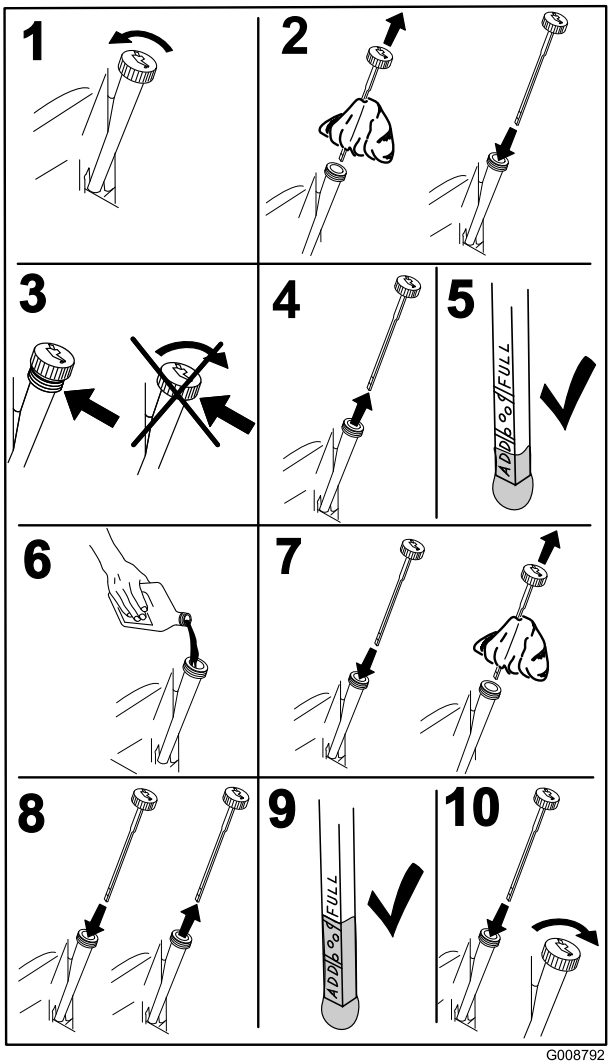

Figuur 36
4. Zet de motor af, verwijder het contactsleuteltje en wacht totdat alle bewegende onderdelen tot stilstand zijn gekomen voordat u de bestuurderspositie verlaat (Figuur 36).